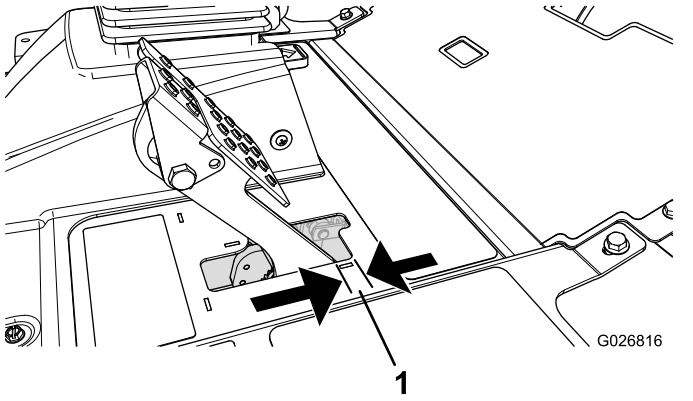

Figur 62
Juster bremsene når det er mer enn 2,5 cm frigang (Figur 62) på bremsepedalen, eller når det kreves mer bremsekraft. Frigang er avstanden bremsepedalen kan beveges før du merker bremsemotstand.
2. Trekk til den bakre mutteren for å flytte kabelen bakover til bremsepedalene har en frigang på 6 til 13 mm (Figur 62), før hjulene låses.